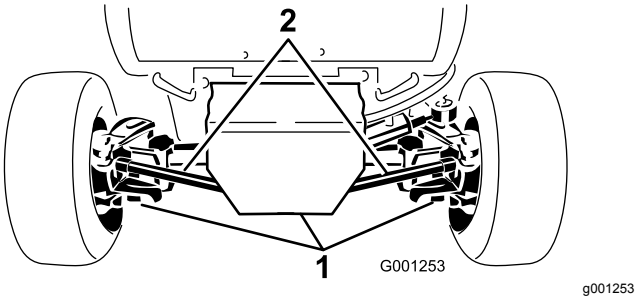

Figur 59
2. Rengjør området rundt de tre tappepluggene (Figur 59).